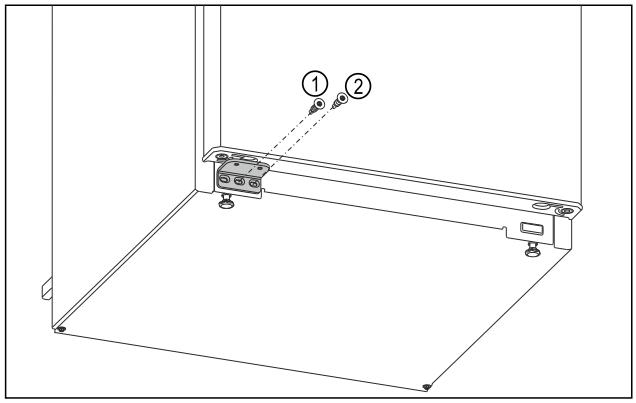

Fig. 17
▶ Pieskrūvējiet gultņa balsta vidējo skrūvi *Fig. 17 (1)* ar skrūvgriezi Torx 20.
▶ Pieskrūvējiet gultņa balsta iekšējo skrūvi *Fig. 17 (2)* ar skrūvgriezi Torx 20.